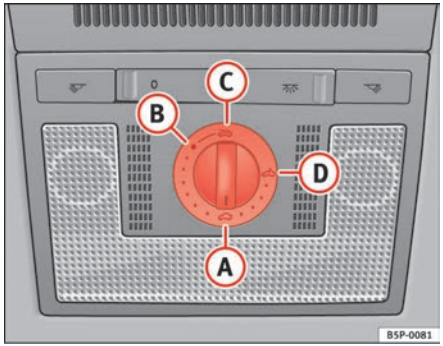

Fig. 71 Roof lining description: rotary sun roof control
If the sliding/tilting roof has been opened again by the roll-back function, it can be closed only by pressing the rotary button at the front in position (A) ⇒ fig. 71 until the sliding/tilting roof has closed fully. **Please note that the sunroof will now close without the roll-back function.**